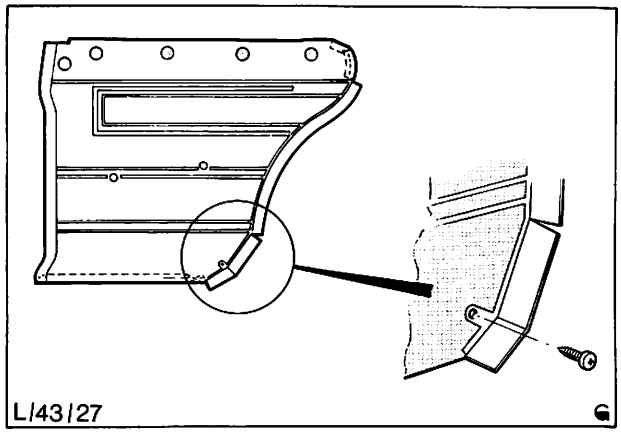

Abb. 56 Hintere Seitenwandverkleidung
2. Befestigungsschraube der Seitenwandverkleidung hinten entfernen, Abb. 56.
5. Innenverkleidung hinten mit Schraube, Abb. 56, befestigen. Fondbank-Rückenlehne und hintere Gurtverankerung einbauen.